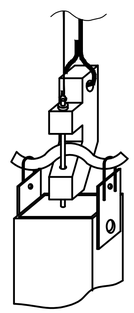

Рис.6
- зацепить сцепное-расцепное устройство за металлический стержень, приваренный к монтажным петлям (рис.6);